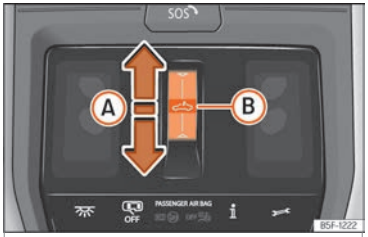

Abb. 99 Im Dachhimmel: Taste des Glasdachs.
- Automatische Bewegung: den Finger nach hinten über den Funktionsbereich ⏏ ››› Abb. 99 Ⓐ ziehen.
- Innerhalb von etwa 5 Sekunden nach der Aktivierung des Einklemmschutzes den Finger nach vorne über den Funktionsbereich ⌂ ››› Abb. 99 Ⓐ ziehen und gedrückt halten bis das Dach vollständig geschlossen ist.